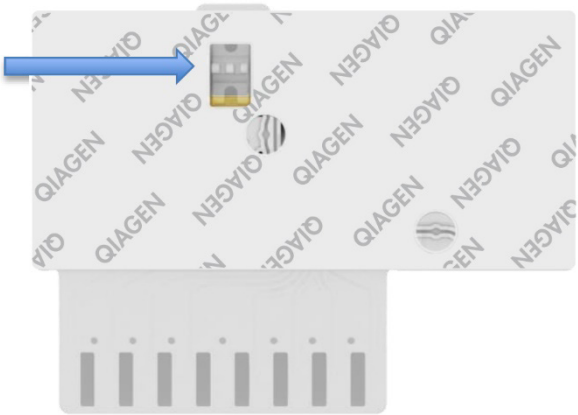

Рисунок 9. Окно проверки пробы (синяя стрелка)
9. Посмотрите в окно для проверки пробы картриджа QIAstat-Dx Gastrointestinal Panel 2 Cartridge и убедитесь, что проба загружена (рисунок 9). Должна быть видна смесь пробы и кремниевых гранул.